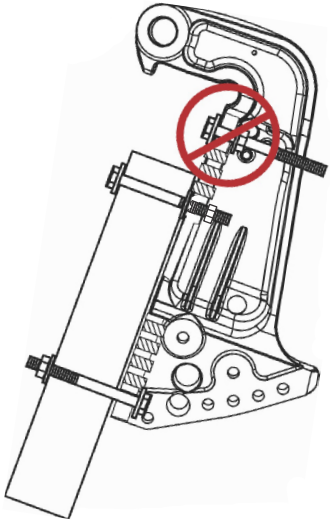

図 2
1. 適切に支持されていない状態のトランサムクランプブラケットに付属品を取り付けないでください。図2 を参照してください。